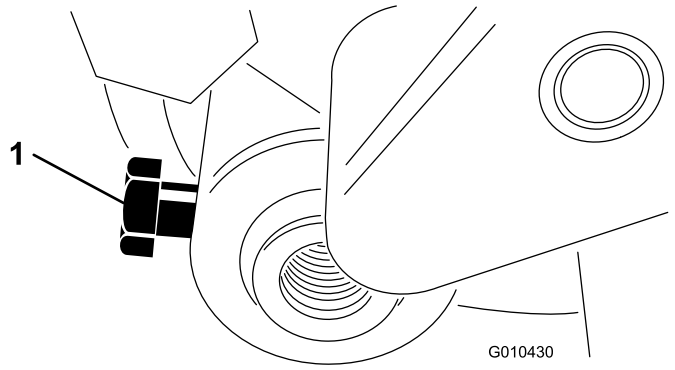

Figura 16
9. Inserite l'albero del rullo nel gruppo del braccio regolatore sinistro e fissatelo senza serrare con un bullone (M6-1 x 12 mm), come mostrato nella (Figura 16).
4. Centrate il rullo tra i bracci regolatori e fissate i bulloni di fissaggio (vedere la Figura 16).